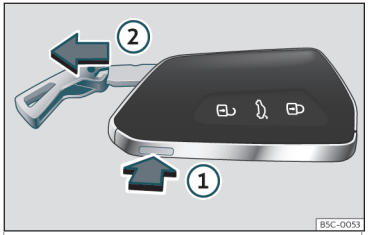

Fig. 71 Chiave del veicolo: estrarre la chiave.
- Premendo una volta il pulsante››› **fig. 71** ① si sblocca la chiave e compare un occhiello che funge da portachiavi.
- Tenere premuto il pulsante ① e contemporaneamente tirare l'occhiello in direzione della freccia››› **fig. 71** ② per estrarre completamente lo spadino della chiave.